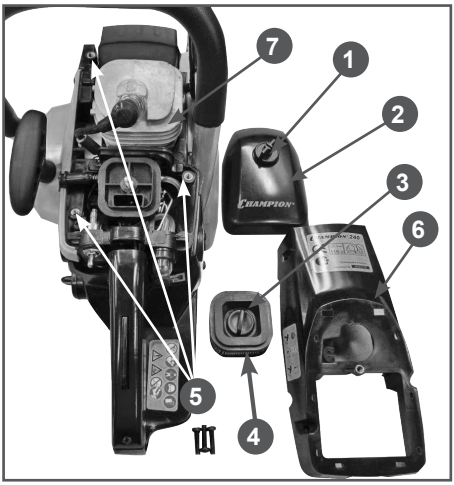

Рис. 22 Очистка охлаждающих ребер цилиндра
Для очистки охлаждающих ребер цилиндра (Рис. 22) необходимо сделать следующее:
1. Открутите винт 1 крепления крышки воздушного фильтра и снимите крышку воздушного фильтра 2 (Рис. 22).
2. Открутите барашковую гайку 3 и снимите фильтрующий элемент 4 с опоры воздушного фильтра (Рис. 22).
3. Выкрутите 3 винта 5 крепления крышки цилиндра 6 и снимите крышку цилиндра (Рис. 22).
4. Очистите ребра цилиндра 7 (Рис. 22) мягкой щеткой или продуйте сжатым воздухом.